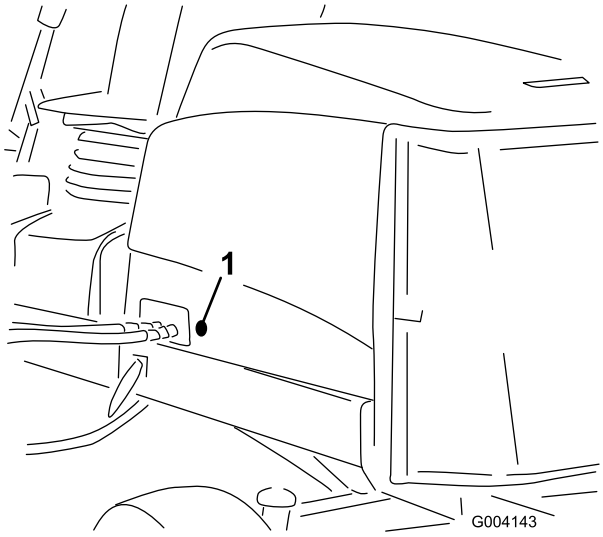

**Figuur 16**
2. Verwijder de rubberen ring uit de opening in de linkerkant van de motorkap (Figuur 16).